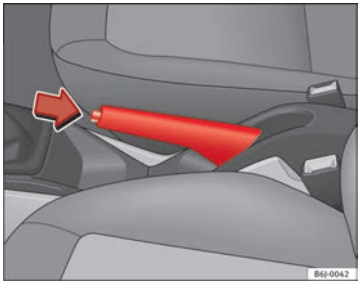

Fig. 109 Handbrake between the front seats
– Pull the handbrake lever up firmly ⇒ fig. 109.
– Pull the lever up slightly and press the release knob in the direction of the arrow ⇒ fig. 109 and guide the handbrake lever down fully ⇒ ⚠.